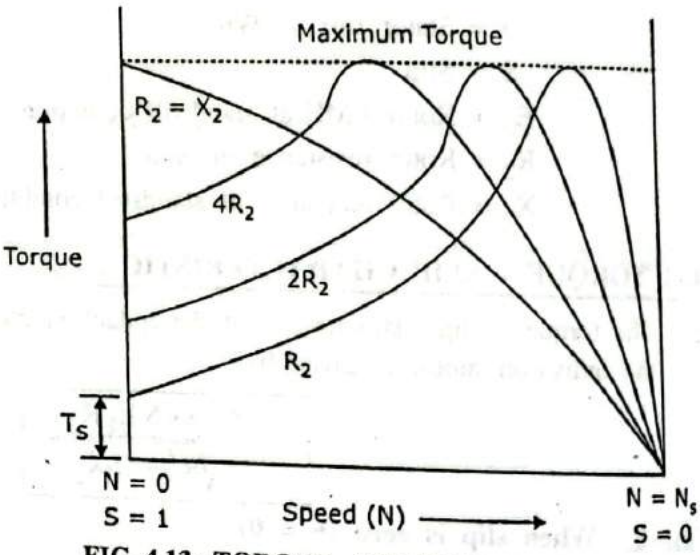

**FIG. 4.13 : TORQUE - SPEED CHARACTERISTIC**
- The torque speed characteristic is the mirror image of the torque - slip characteristic. It is shown in Fig. 4.13.